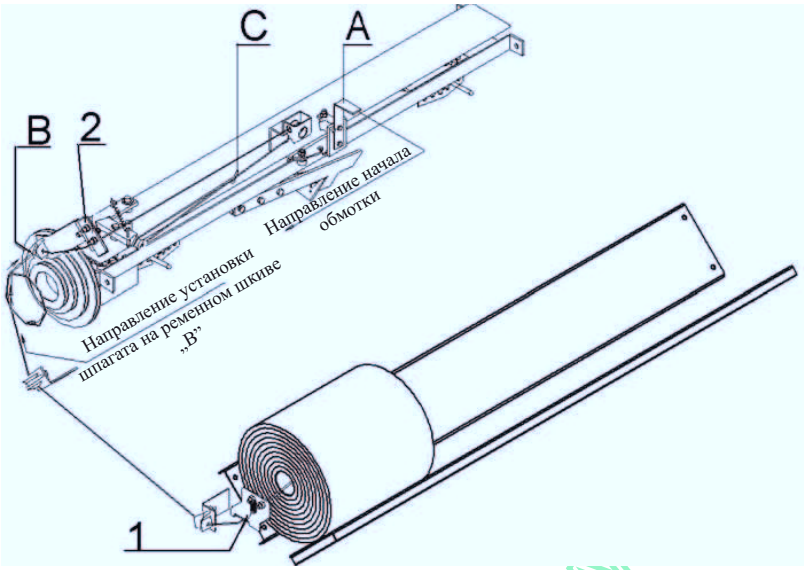

Рис. 8 Способ установки шпагата.
Очень важным элементом правильной работы механизма обмотки является проверка исходного положения (начального места) указателя (A) (рис. 8), который должен находиться в центре подающего вала (в центральном положении).
Для того, чтобы проверить, правильно ли начнется процесс обмотки рулона шпагатом, следует произвести два поворота колеса для регулировки шпагата (B) (рис. 8) по часовой стрелке при заглушенном двигателе трактора. Если указатель (A) находится в центре и во время вращения будет передвигаться в левую сторону, то есть в сторону ременного шкива, это значит, что механизм правильно настроен и готов к работе.
Способ правильной установки шпагата, начиная с резервуара, представлен на рис. 8.
В пресс-подборщиках от номера серии 1181 (номер серии указан на заводском щитке) катушку шпагата следует установить в корыто, предназначенное для рулона сетки. Начало шпагата следует установить таким образом, чтобы ось катушки шпагата проходила параллельно корыту для рулона сетки. Начало шпагата, направленное в сторону ременного шкива (B) рис. 8.
2) Устанавливая или заменяя шпагат новым, следует сделать петлю (C) длиной 10-15 см в соответствии с рис. 8.
4) Перед началом работы в контейнере следует поместить 2 катушки шпагата. Шпагат следует вытянуть из середины первой катушки и установить в соответствии с рис. 8. Концы шпагата следует соединить друг с другом в контейнере таким образом, чтобы наружный конец первой катушки был связан с внутренним концом второй катушки.
5) Для регулировки натяжения шпагата предназначены прижимы 1 и 2, указанные на рис. 8.
Изменение плотности обмотки шпагатом осуществляется путем установки петли на соответствующем пазе колеса B, рис. 8. Установка шпагата на самом маленьком пазе приводит к уменьшению плотности обмотки. А установка шпагата на самом большом пазе ременного шкива приводит к повышению плотности шпагата на обматываемом рулоне.